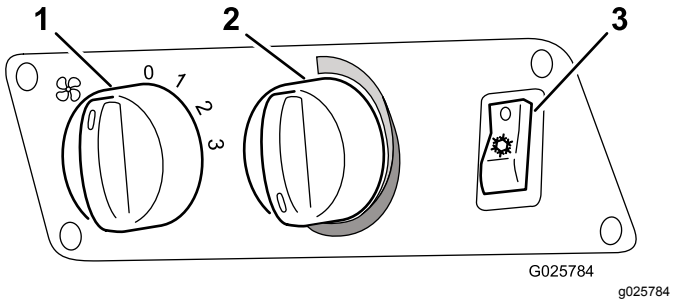

Figuur 6
2. Schakel de blazer in met de schakelaar (Figuur 6).
3. Schakel de airconditioning in met de schakelaar (Figuur 6).
4. Stel de temperatuur in (Figuur 6) op de maximale stand Koud (helemaal linksom).